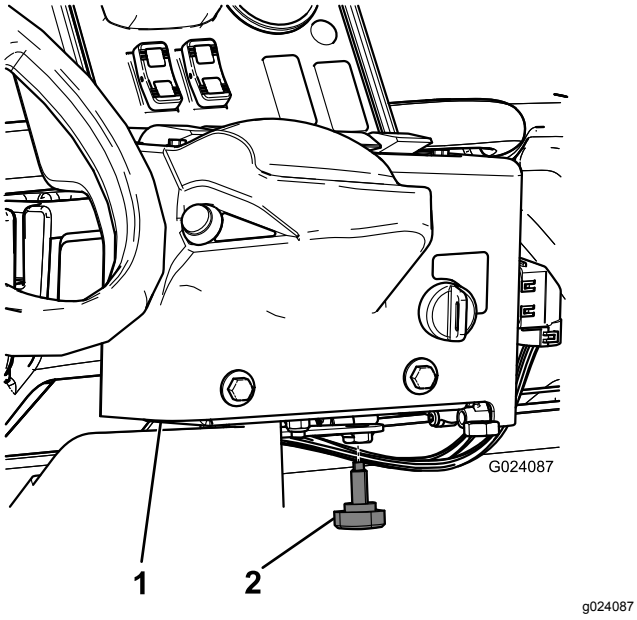

Figur 15
3. Monter håndknotten for å hindre konsollen i å rotere under bruk (Figur 15).